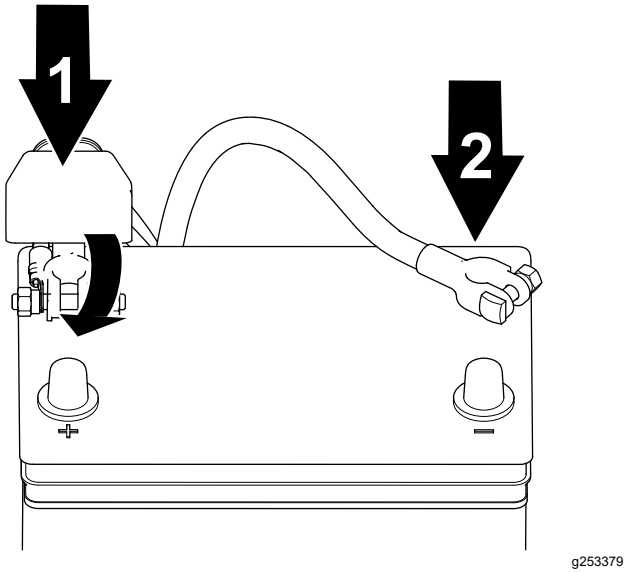

Figur 38
1. Anslut pluskabeln till batteriet och dra åt batteriklämmans mutter (Figur 38).
2. Anslut minuskabeln till batteriet och dra åt batteriklämmans mutter (Figur 38).